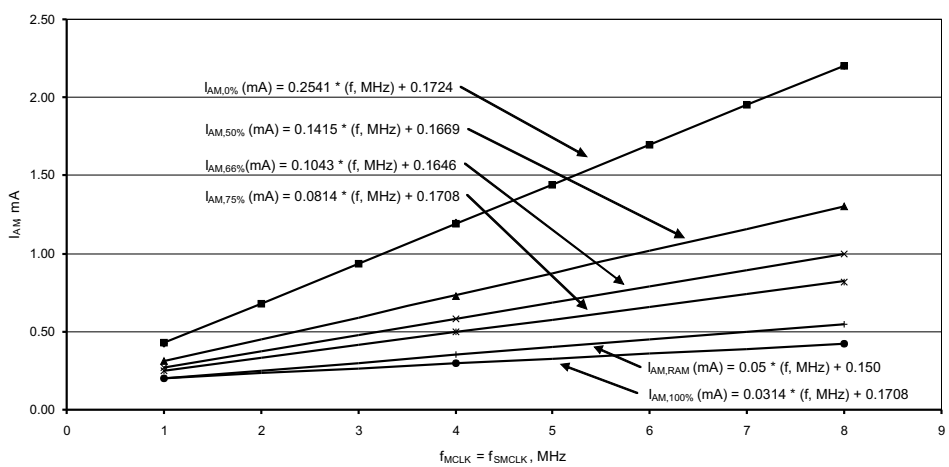

Figure 5-1. Typical Active Mode Supply Currents, No Wait States
(7) See Figure 5-1 for typical curves. Each characteristic equation shown in the graph is computed using the least squares method for best linear fit using the typical data shown in Section 5.4.